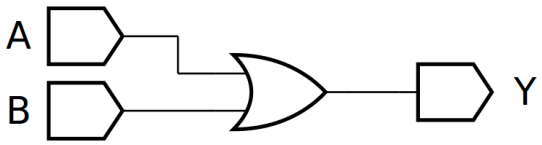
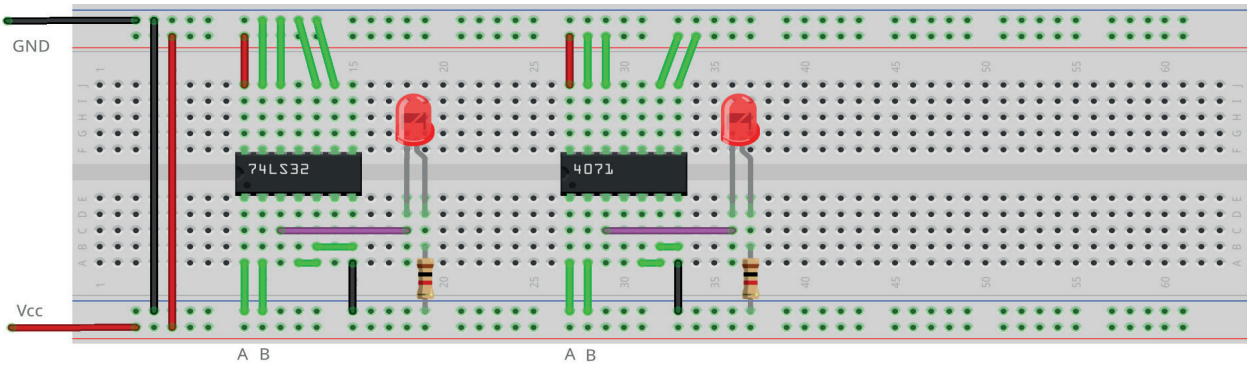

Figura 4.37 – Diagrama esquemático.
Figura 4.39 – Placa de montagem com componentes.
1. Monte o circuito da figura 4.37, conforme mostrado na figura 4.39, na placa de montagem.
6. Simule o circuito da figura 4.37 em um software de simulação para computador (SmartSim, Atanua ou Qucs) e compare com a tabela 4.13.